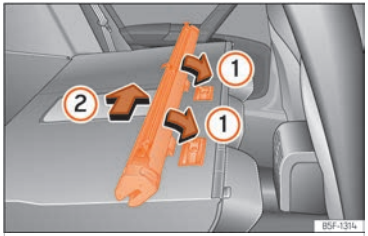

Fig. 187 Muntar la xarxa de separació en els respatllers del seient posterior.
- Poseu la carcassa de la xarxa en els rebaixos dels carrils de subjecció en el sentit de les fletxes ››› fig. 187 ①.
- Empenyeu la carcassa cap al costat esquerre del vehicle en el sentit de la fletxa ››› fig. 187 ② i fins al límit.
- Estireu la carcassa de la xarxa aproximadament 5 cm en el sentit contrari de la fletxa ››› fig. 187 ②.
- Traieu la carcassa dels carrils de subjecció tibant en el sentit contrari al de les fletxes ››› fig. 187 ①.